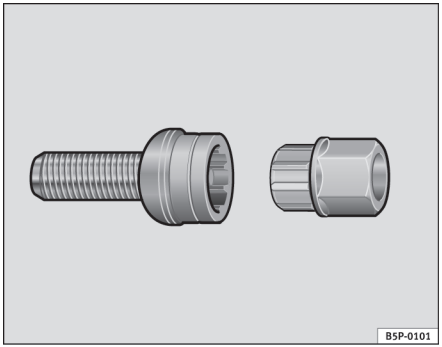

Fig. 174 Anti-theft wheel bolt
– Insert the adapter onto the wheel bolt and push it on as far as it will go ⇒ page 247, fig. 174.